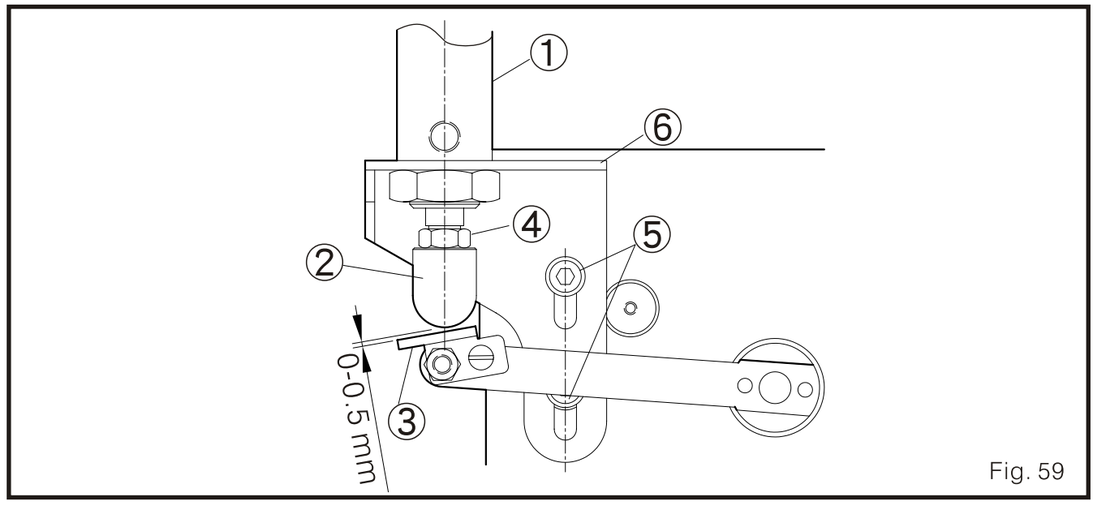

Fig. 59
1. cuando el eje principal 1 del cilindro este en el punto alto, el bloque de presión 2 esta 0-0.5 mm del placa fija 3. (Fig. 59)